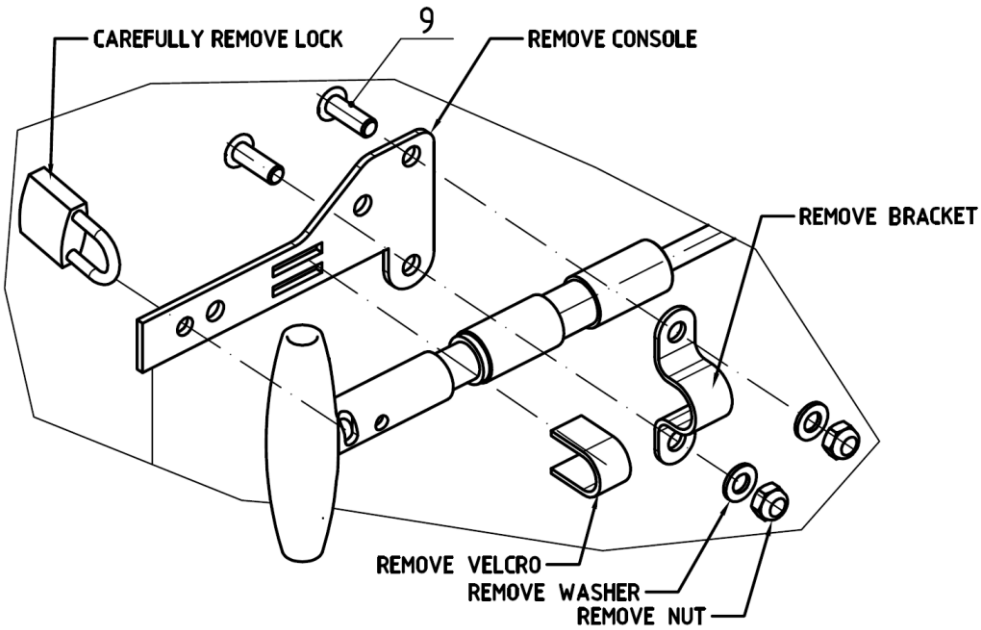

Figure 12
4.3. Carefully remove bolts [9], nuts, washers, Velcro and lock (Figure 12). **Warning, the EPS actuator is not armed in this moment!**